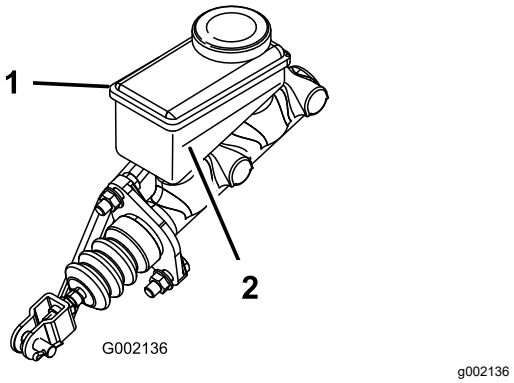

Figur 56
3. Titta på markeringen på sidan av vätskebehållaren (Figur 56).
B. Tillsätt DOT 3-bromsvätska i behållaren tills vätskenivån är ovanför miniminivålinjen (Figur 56).